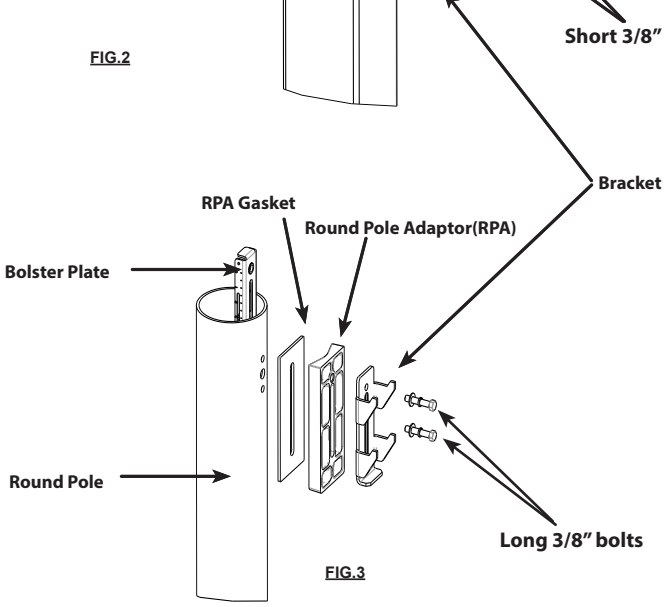

FIG.3
1. Place **Round Pole Adaptor (RPA)** and **RPA Gasket** between the fixture and drilled **Pole** as shown in Fig.3.